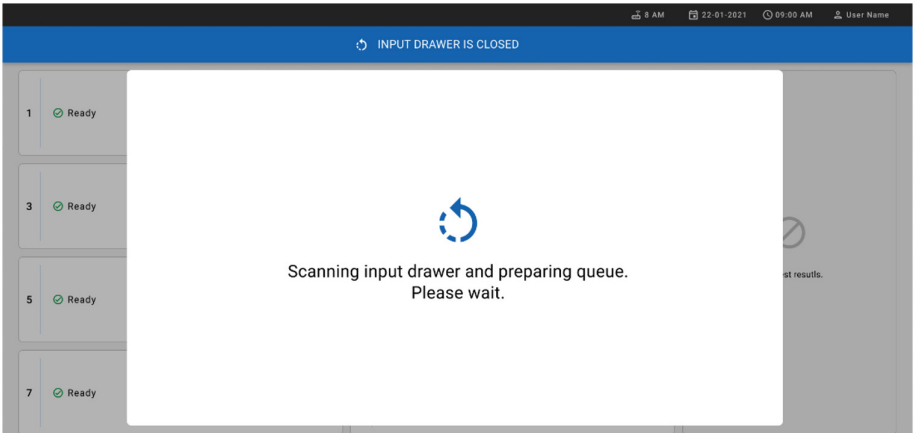

Рисунок 27. Экран подготовки очереди
13. Закройте выдвижной лоток, когда все картриджи будут отсканированы и вставлены. Система просканирует картриджи и подготовит очередь (рисунок 27).